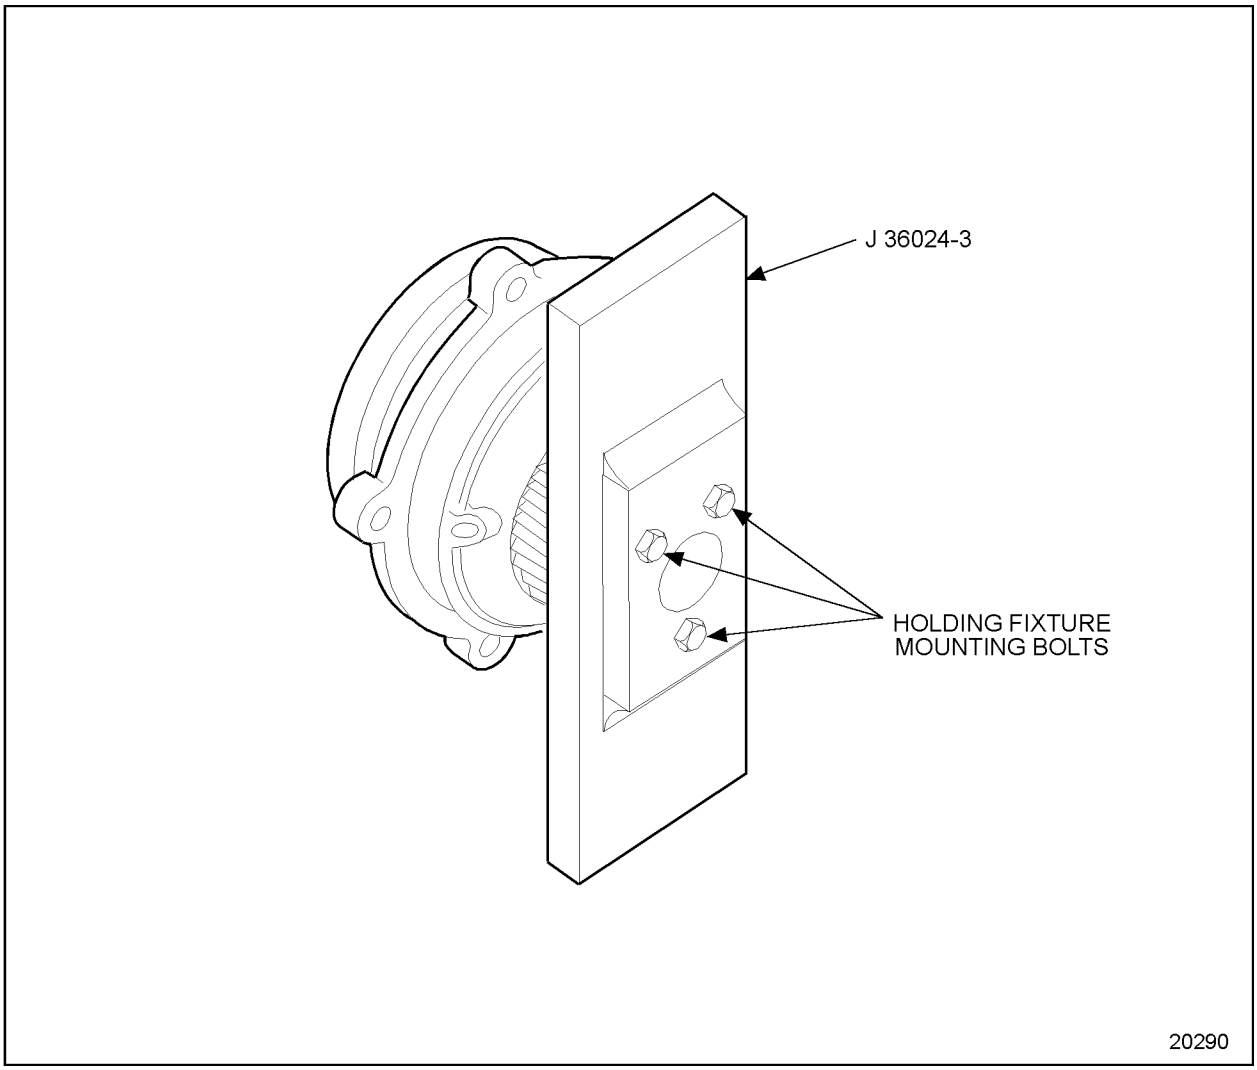

Figure 1-458 Holding Fixture
1. Attach the accessory drive gear to the holding fixture, J 36024-3 (part of toolset J 36024–D) , using the three bolts provided. See Figure 1-458.